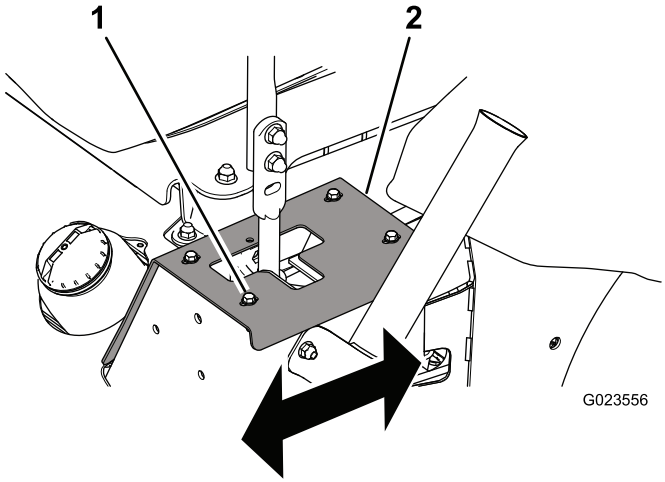

Figur 56
- Om den går åt höger lossar du skruvarna och justerar den vänstra stopplattan bakåt tills maskinen går rakt (Figur 56).
- Om den går åt vänster lossar du skruvarna och justerar den högra stopplattan bakåt tills maskinen går rakt (Figur 56).
1. Bult (4)
5. Dra åt skruvarna för att fästa stopplattan (Figur 56).